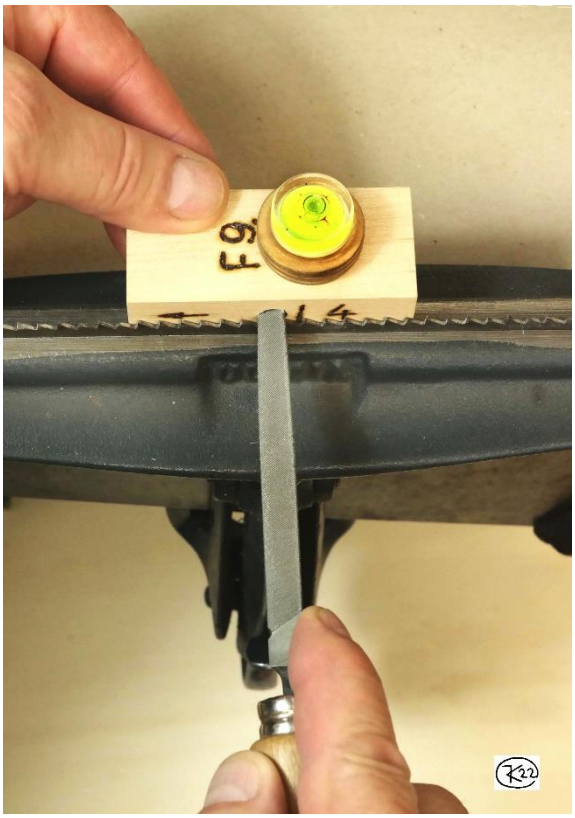

Bild 38: Ausrichten der Feile zum Sägeblatt mit Lehre und Libelle
*Die Lehre wird,zum Ausrichten der Feile abwechselnd mit den beiden Schrägen an die Zähne angelegt (entsprechend **Bild 38**).*